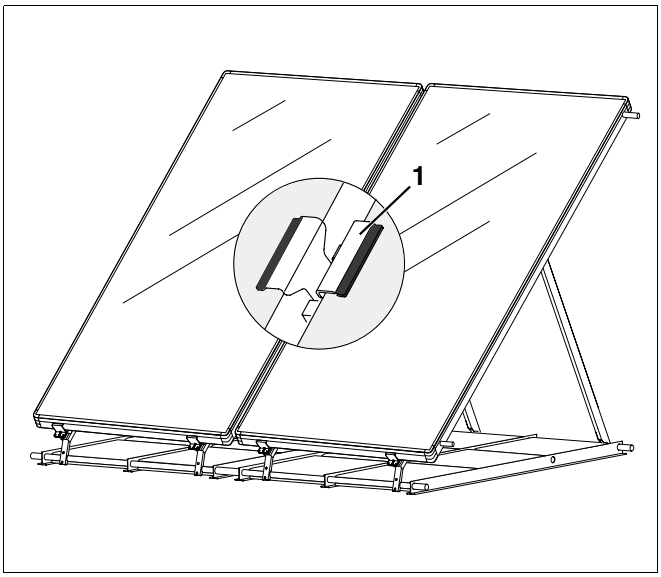

Afb. 52 Collectoren met de bijkomende houder (toebehoren) in het midden fixeren
Wanneer er een bijkomende houder (toebehoren) gemonteerd werd, moeten de collectoren bovendien nog met de dubbele klem (afb. 52, **pos. 1**) bevestigd worden.
- Leg de afgeschuinde zijde van de dubbele klem op de glasschijf van de collectoren (afb. 52).